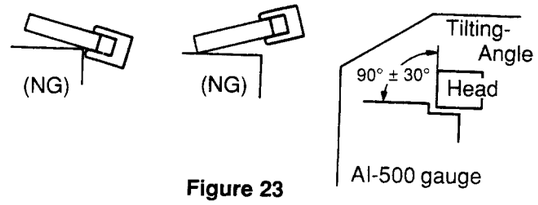

Figure 23
(4) Adjust the height of the head as shown in Figures 23, 24 and 25.
① Place the height adjustment gauge (AI-500) on the head base, and adjust the height so that the check bar fits in the tape head guide smoothly.
② When the check bar touches the top (or bottom) of the tape guide, insert a spacer (t 0.1 mm or polislider washer t 0.13 mm).